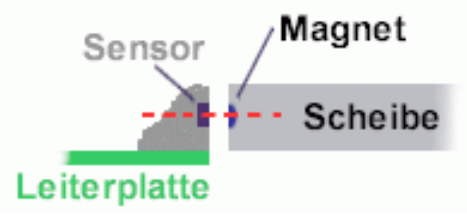

Abbildung 3 Korrekte Ausrichtung von Magnetring und Sensor.
- Dabei darauf achten, dass sich die Magnete in dem Magnetring auf Höhe des Sensors befindet, siehe Abbildung 3.